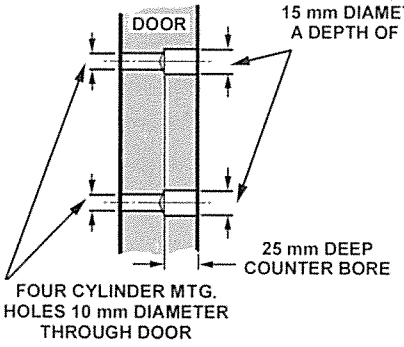

FIGURE 4
5. Remove Lock Body from door & drill four 10mm diameter holes through door, then counter bore each 15mm diameter x 25mm deep from the outside. (Fig. 4)